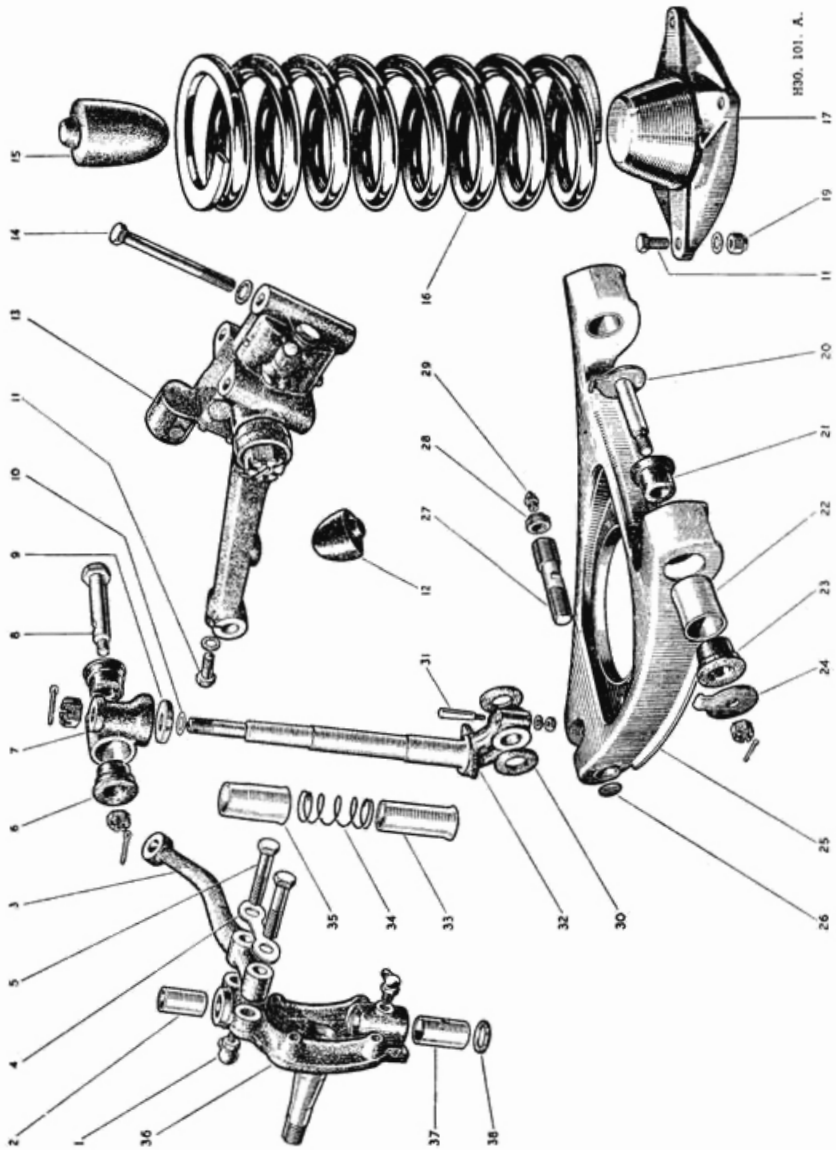

Fig. K.3.
Key to Fig. K.3.
(5) Slip a new chamfered cork sealing ring over the swivel pin, chamfered end down, and smear the swivel pin with oil.
(6) Fit the two dust excluders and their spring, in the order in which they are shown in Fig. K.3, to the swivel axle.
(7) Screw the two nipples into the swivel axle so that they face the rear of the vehicle when the suspension is fitted.
(8) Slide the swivel axle on to the swivel pin and ensure that full lock is obtained on both sides. Place the phosphor bronze thrust washer over the swivel axle.
(9) Put an ·008 in. shim, ·008 in. (·2032 mm.) and ·012 in. (·3048 mm.) shims are supplied, on to the swivel pin, followed by the trunnion with its bore towards the hub when it is fitted. Tighten the castellated nut. Resistance should be just felt when the swivel axle is moved from lock to lock and there should be no vertical movement of the swivel axle. Increase the thickness of shims to loosen and remove to tighten, depending on whether there is too much or too little thrust.
(10) Now fit the back plate assembly to the swivel axle. The flexible brake hose is to the front and the bleeder nipple pointing upwards at the rear. The backplate is secured by four setscrews and shakeproof washers. Finally fit the hub, as detailed in Section K.6, and the brake drums.